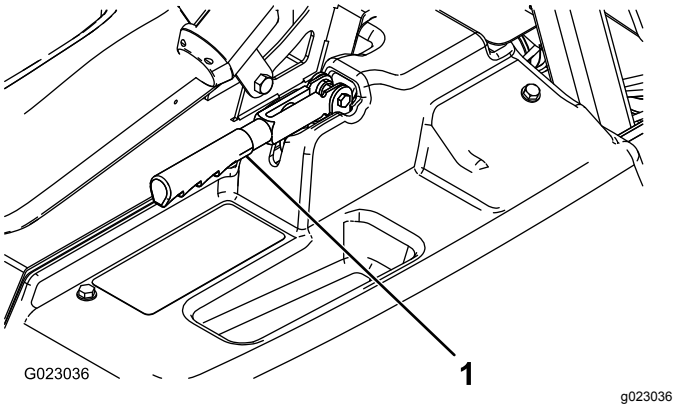

Rysunek 51
2. Poluzuj śrubę ustalającą mocującą gałkę do dźwigni hamulca postojowego (Rysunek 51).